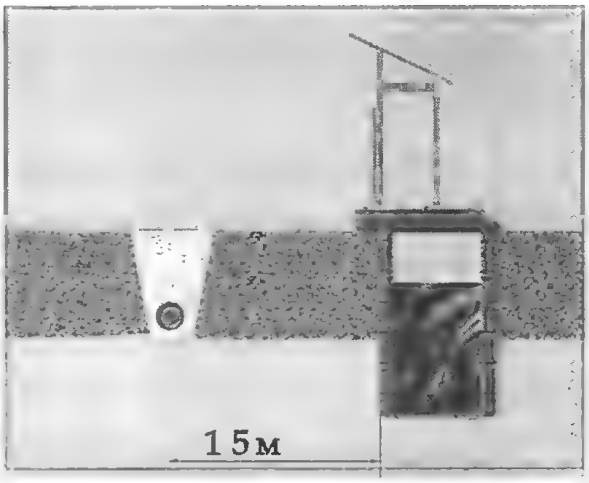

Рис. 6. Минимальное расстояние от выгребных ям туалетов до подземных сетей
6. Минимальное расстояние от выгребной ямы туалета до подземных сетей (рис. 6) – 15 м.